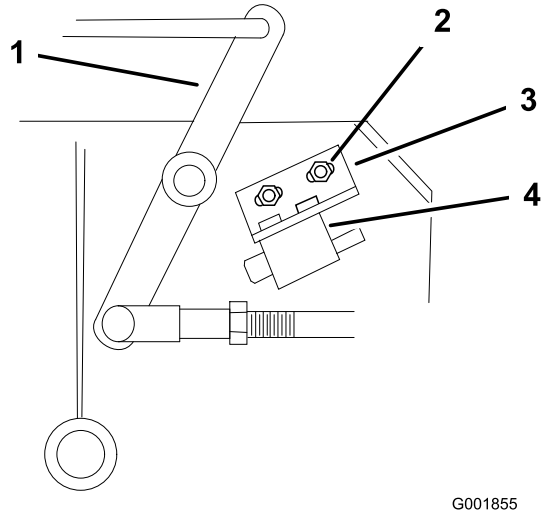

Figur 49
4. Juster skæreknivenes sikkerhedskontakt ved at løsne boltene, der fastgør kontaktens monteringsbeslag (Figur 49).
Bemærk: Sørg for, at vinkelarmen **ikke** rører kontakthuset. Dette kan beskadige kontakten (Figur 49).